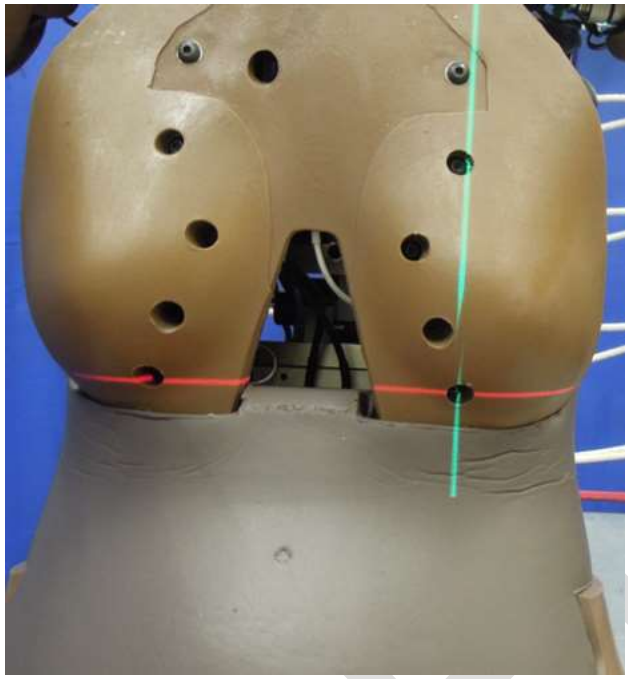

Figure 5-2. Alignment of impact location using laser.
5.5.6 Adjust the table height or impactor height so that the center of the impact face is at the vertical level of the center of the sixth rib anteriorly, as indicated by the attachment bolt of the lower left or right thorax IR-TRACC assembly (Figure 5-2).
5.5.7 Align the impactor face with the center of the left or right lower thorax IR-TRACC bolt. A removable pointer (threaded into the centerline of the pendulum with approximately 30mm protruding) or laser will aid this process (Figure 5-2). Remove the pointer tool when this step has been completed.